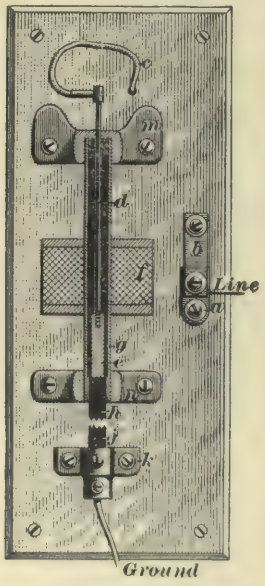
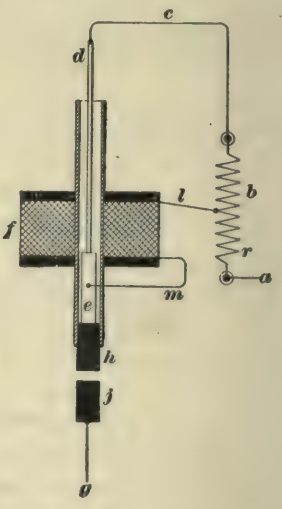
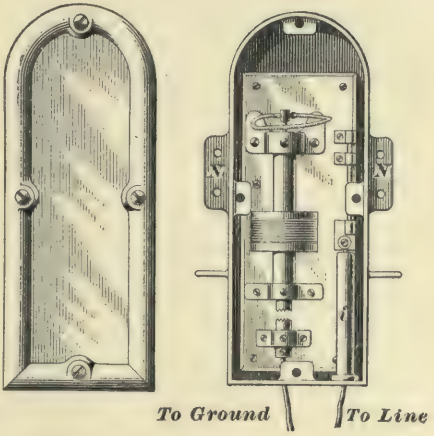
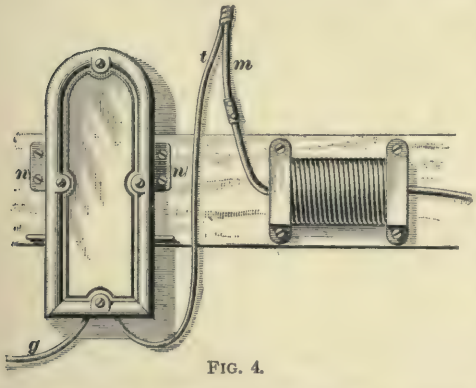

FIG. 1.
FIG. 2.
FIG. 3.
FIG. 4.
**1. Description.**—Fig. 1 is given to show the construction of the *Garton arrester*, which is a satisfactory and reliable appliance made by an independent company. The discharge enters the arrester by the binding post *a*, to which is connected a wire leading from the trunk trolley wire; from connecting post *a*, the discharge passes across the non-inductive carbon resistance *b*, which is in multiple with the coil *f*, as shown in diagram, Fig. 2, to flexible cord *c*, to guide rod *d*, and armature *e*, which is normally in contact with, and resting upon, carbon *h*; thence across the air gap to lower carbon *j*, which is held in position by bracket *k*. This bracket also forms the ground connection through which the discharge reaches the earth, for a splice from the trunk ground wire runs into a connecting post forming the lower extension of the bracket. We have noted that the discharge takes its path through the non-inductive carbon resistance *b*, in multiple with the coil *f*; this carbon rod is of very high resistance, but a lightning discharge will readily
**2. Connections for Garton Arrester.**—Fig. 3 shows a Garton street-car arrester with the lid off, and Fig. 4 shows how such an arrester is connected up in conjunction with the kicking coil to be considered later. In Fig. 3, the wire marked *to line* is the splice *t* from the trunk trolley wire shown in Fig. 4. It passes into the arrester through the insulating sleeve *i*, Fig. 3, and connects to post *a*, shown in Fig. 2. The splice from the trunk ground wire connects to the post on the lower
extension of bracket *k* in Fig. 1. In Fig. 4, *t* is the splice proper, from the trunk trolley wire. The main branch, or leg, *m*, goes to the kicking coil, and the other leg *t* goes to binding post *a* in Fig. 1.
**3. Remarks.**—This lightning arrester, like all others on the market, works fairly well, but sometimes it does not operate. As a rule, however, it gives good protection to apparatus. The air gaps should not be allowed to deteriorate, for as soon as the air gap between *h* and *j*, Fig. 1, gets thicker than the thinnest insulation on the motor, the motor is liable to be injured at any time. Occasionally, any arrester will become *grounded;* i. e., the air gap becomes short-circuited by foreign matter, or excessive flow of current fuses some metal part and portions of the molten metal run down and lodge in the air gap. This trouble is liable to happen to any arrester, and the first symptom of it is that the car blows fuses as fast as they can be put in. This happens with the controllers at the off-position, for it must be borne in mind that the arrester is in circuit ahead of the controllers. It should, however, be in circuit behind the fuse box, so that the fuse may blow when there is anything the matter with the arrester. As soon as a lightning arrester becomes short-circuited or grounded, the car cannot be operated until the ground wire leading into the arrester is cut or otherwise disconnected. The Garton arrester can be cut out of circuit by disconnecting or cutting either wire *t*, Fig. 4, or wire *g*. Of course, as soon as either of these wires is cut, the arrester ceases to be a protection, and must be repaired and reconnected as soon as practicable. From the fact that the core *c*, Fig. 1, falls back to its normal position from gravity alone, the arrester must occupy the vertical position shown in Figs. 3 and 4, or it will not work. The iron case is provided with two legs, shown at *N*, *N*, Fig. 3, and these legs are screwed to a board that is fastened underneath the car to one of the stems or sills. On some roads it is the rule to cut a hole in the car floor underneath a seat and set the arrester there—half of it above the floor and half of it beneath.
**4. The Discharge.**—In Fig. 2, the letters have the same significance as in Fig. 1. There are also four additional letters, *l*, *m*, *r*, *g*, representing, respectively, the positive and negative terminals of coil *f*, a small part of resistance *b*, and the ground wire. One lead *l* of coil *f* is connected to some part of *b*; the other lead *m* is connected to armature *e*; as soon as a lightning discharge enters at *a*, it takes the path *b–c–d–e–h–j* to the ground wire at *g*; but the trolley current that follows the discharge takes the path *r–l–f–m–e–h–j* to the ground at *g*. It is thus seen that there are two paths open for the discharge. The reason the lightning discharge will not pass through the path containing the coil is because of the coil's self-induction or spurious resistance; the reason the trolley current will not go through all of resistance *b*, is on account of its high resistance; a little of the current does go through *b*, but not much, as the resistance of *f* is so much lower. The resistance *r*, which is a part of *b*, limits the value of the trolley or normal current. In the actual arrester, connection *c* is made by means of the flexible cord shown in Fig. 1, and this cord also serves for connection *m*.